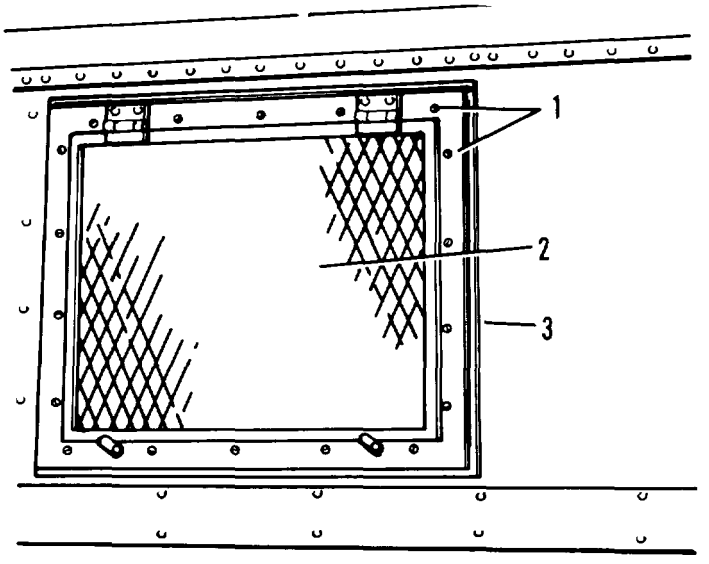

Figure 4-48. Window - outside view
(1) Remove 18 screws (1, figure 4-48) from around outside of sash.
(2) Pry off window (2) and gasket (3) from outside of the van.
(1) Thoroughly clean the window (2, figure 4-48) and window area of the van with cleaning solvent (PD-680).